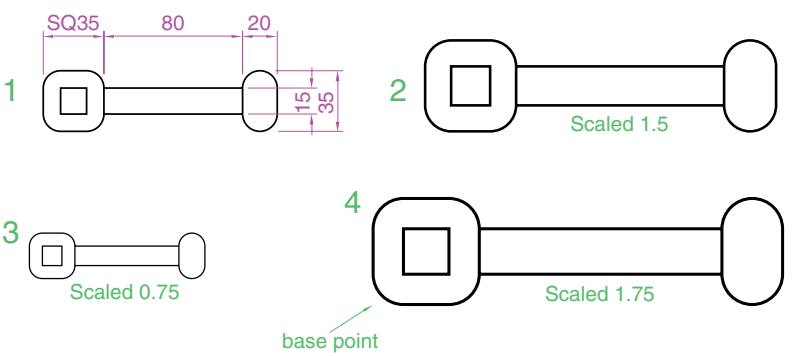

Fig. 5.29 Examples – **Scale**
Examples – Scale (Fig. 5.29)
1. Using the **Rectangle** and **Polyline** tools, construct drawing **1** of Fig. 5.29. The **Rectangle** fillets are R10. The line width of all parts is **1**. Copy the drawing 3 times to give drawings **2, 3** and **4**.
The results are shown in Fig. 5.29.